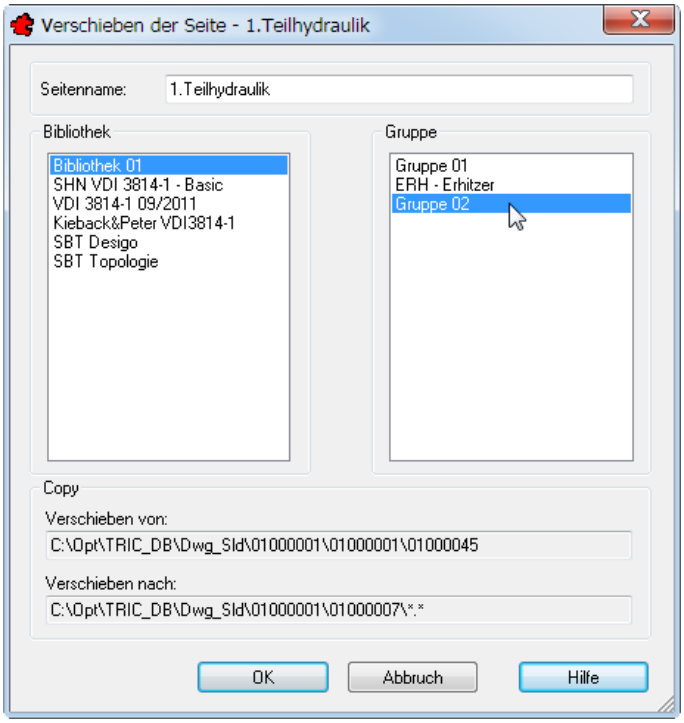

Bild 27.68 – Seiten verschieben, Wahl der Zielbibliothek
- Wählen Sie die *Bibliothek 01* und die *Gruppe 02* (Abb. 27.68). Bestätigen Sie dann.